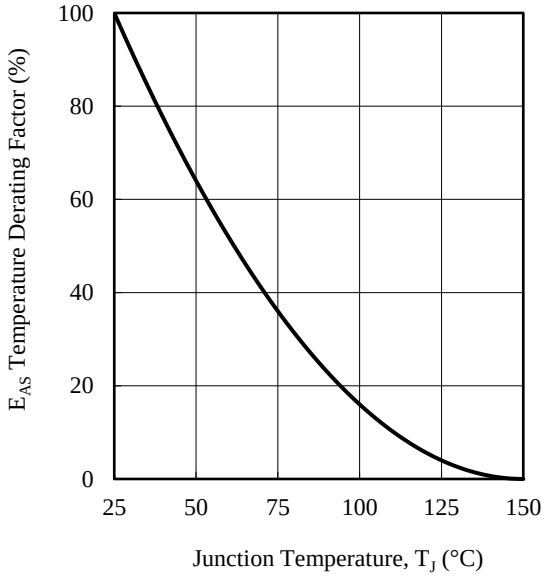
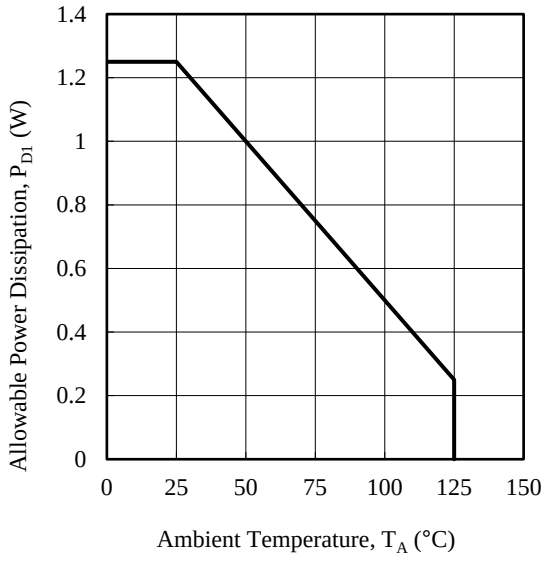

Figure 4-2. Avalanche Energy Derating Factor Curve
Figure 4-3. Allowable Power Dissipation Temperature Derating Curve
(1) See Section 5.1.
(2) Refers to a drain current determined by the gate-driving voltage of the IC and the gate-to-source threshold voltage of the power MOSFET, $V_{GS(TH)}$.
(3) See Figure 4-2.
(4) Single pulse, V_{DD} = 99 V, L = 20 mH
(5) See Figure 4-3.